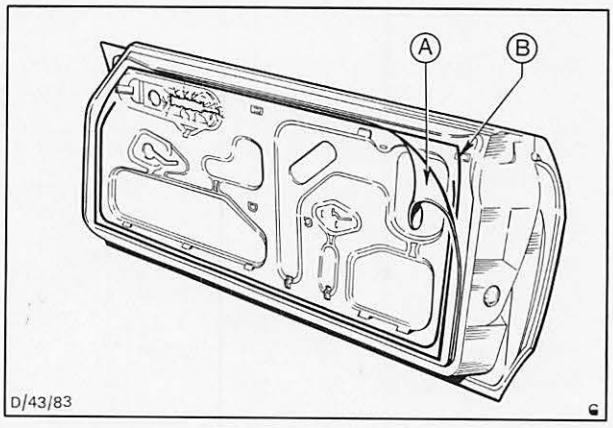

Abb. 6 A = Türdichtfolie
7. Türdichtfolie befestigen, Abb. 6